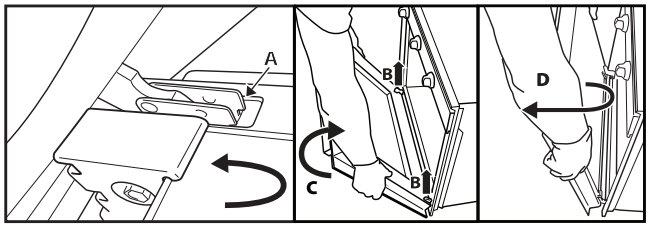

Rys. 2
3. Zamknąć drzwi, tak aby się zablokowały (A), podnieść je (B) i obrócić (C), tak aby się zwolniły z obsady (D) (Rys. 2).